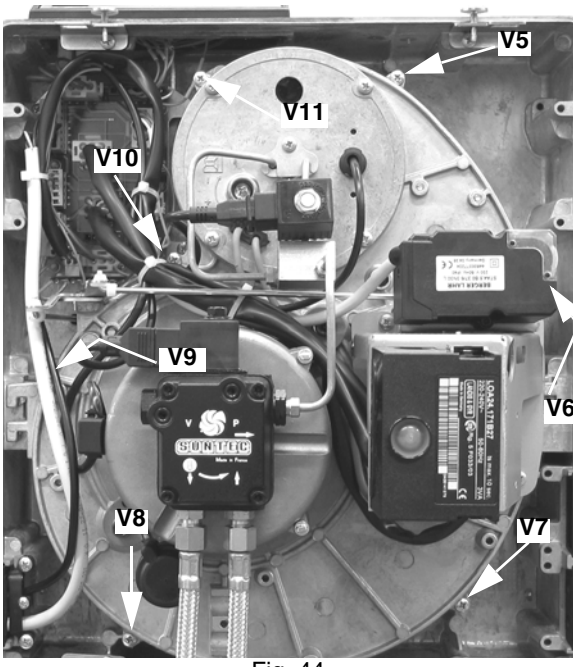

Fig. 44
- Remove the 7 screws **V5** - **V11** which fasten the components plate (Fig. 44).
- Reassemble burner components plate and tighten the 6 screws **V5** - **V11** (Fig. 44).